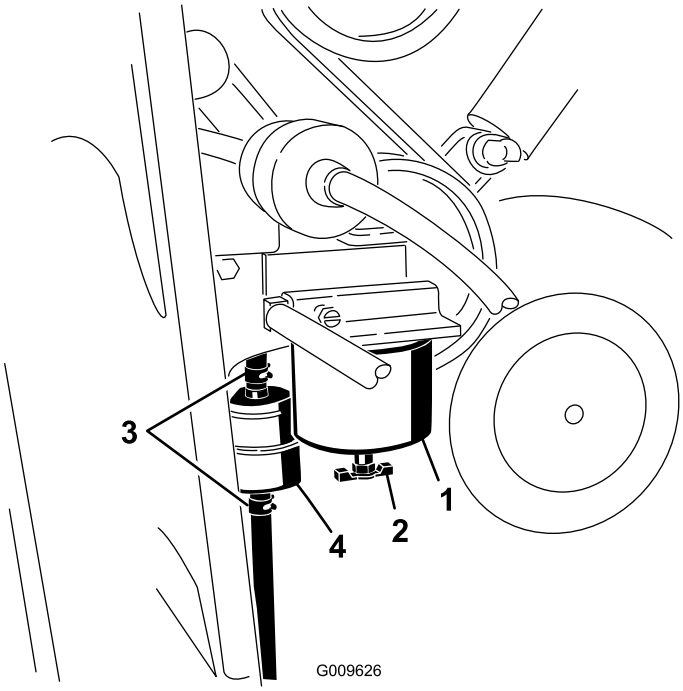

Figur 36
1. Placera en ren behållare under bränslefiltret som sitter på motorns högra sida (Figur 36).
2. Rengör området där filterskålen ska monteras (Figur 36).
3. Avlägsna filterskålen och rengör fästytan (Figur 36).
5. Montera filterskålen för hand tills packningen vidrör fästytan, och vrid sedan ytterligare ett halvt varv (Figur 36).
6. Det inbyggda filtret sitter bakom bränslefilterskålen (Figur 36). Kontrollera åt vilket håll flödespilen pekar. Pilen sitter på sidan av det inbyggda filtret.
7. Lossa klämmorna på det inbyggda filtrets ändar och skjut bort slangarna från det (Figur 36). Kasta bort filtret.
8. Skjut slangarna över änden på det nya filtret (Figur 36) och kontrollera att pilen på filtret pekar i samma riktning som på det gamla filtret.